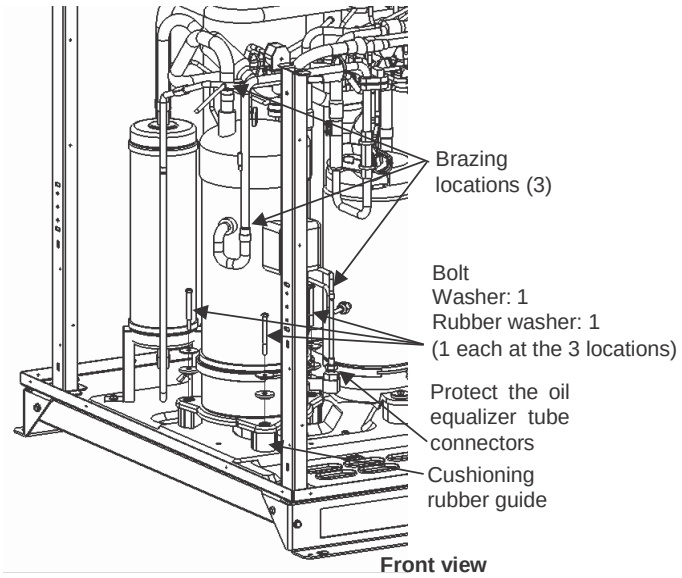

Fig. 26
(6) Set the remaining cushioning rubber beneath the new compressor leg at the locations shown in the figure 26.
(7) Remove the bolts which are temporarily fastening the 2 pieces of cushioning rubber, and anchor the 3 compressor legs using the bolts, washers, and rubber washers.
(8) Insert the pre-shaped tube assembly at the 3 brazing locations indicated.
(9) Connect the manifold gauge to the high- and low-pressure outlet ports at the outdoor unit where the compressor was replaced. Connect the manifold gauge to a nitrogen cylinder and perform nitrogen gas replacement.
(10) Perform copper brazing at the 3 brazing locations.
In the same way as during removal, pay particular attention to protection of the oil equalizing tube connector parts shown in the figure 26.